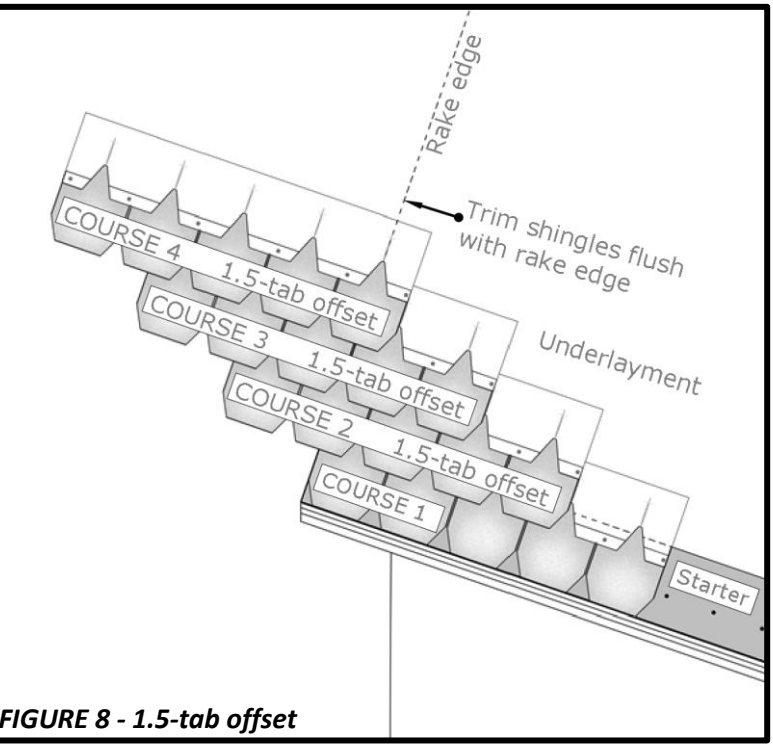

FIGURE 8 - 1.5-tab offset
- **COURSE 1** - Apply a ***full shingle*** flush with the starter course at the lower left-hand corner of the roof and secure with fasteners. See **Figure 8**. Continue to apply full shingles across the roof for the first course.
- Trim shingles flush with the rake edge. See **Figure 8**.